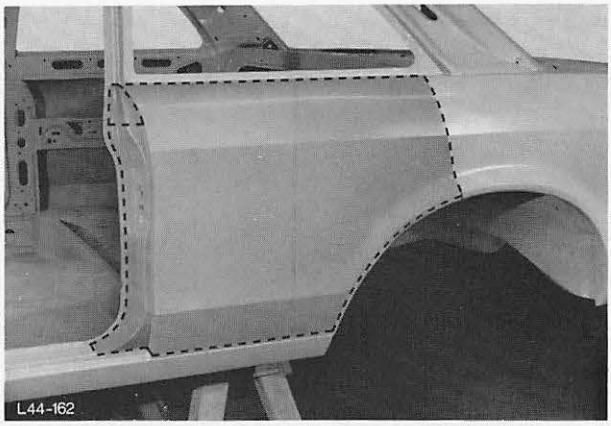

Abb. 195 Trennlinie für Seitenwand – Teileinsatz (vorn)
11. Seitenwand entsprechend der Beschädigung austrennen, Abb. 195.